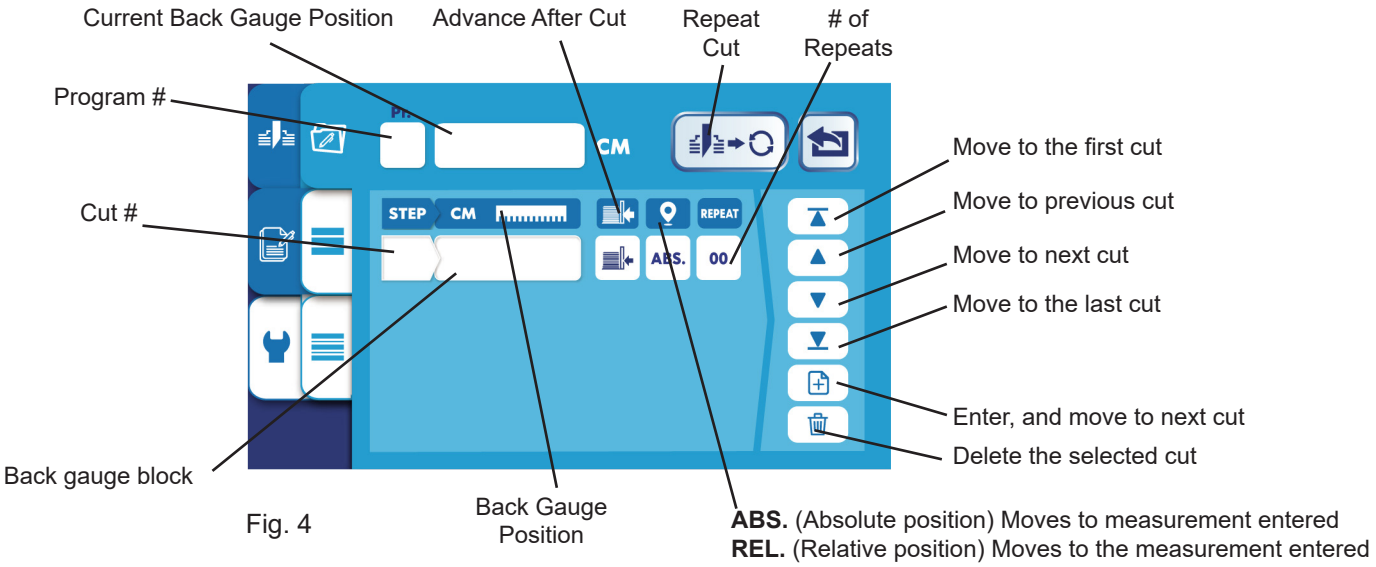

Fig. 4
2. Press the enter button  to access the first cut. Press the back gauge block of cut 1 to set the first cut (Fig. 4).